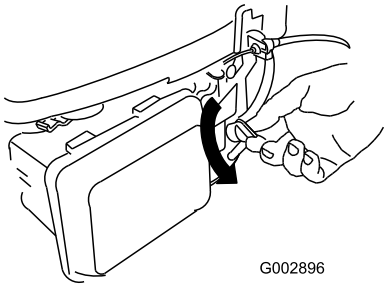

Figuur 13
1. Draai de hendel van de brandstofklep naar de stand Aan (Figuur 13).